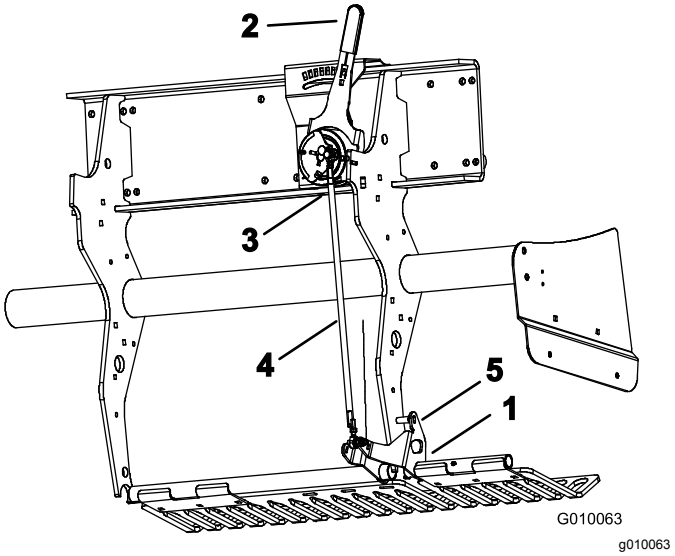

Figuur 59
2. Draai de linker bevestigingsbeugel van de beschermvingers (Figuur 59) naar boven tot u een borgpen, zoals een boorstang van 8 mm of bout, kunt plaatsen tussen de beugel en de buis voor de instelling van de werkdiepte die is gelast aan het frame.
3. Zet de hendel van het grondvolgsysteem (Figuur 59) op H (diepste stand).
4. Maak de buitenboord-kogelschakelaar (Figuur 59) los van de kabelboom (schakelaar voor Hoog-Laag).
5. Draai de (linker en rechter) contramoeren op de trekstang voor de instelling van de werkdiepte los (Figuur 59).